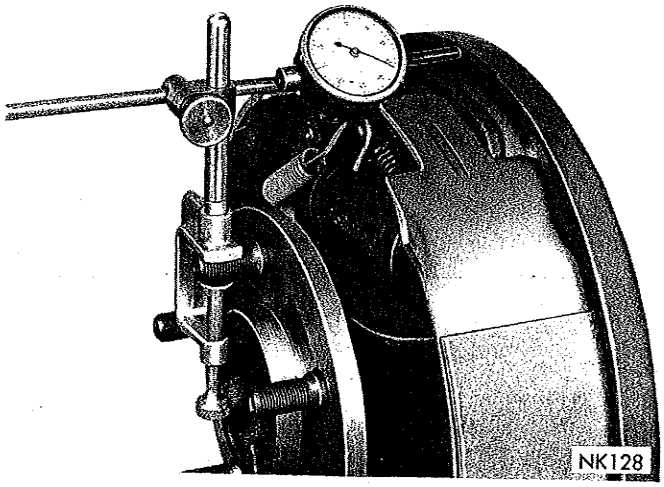

*Fig. 14—Measuring Axle Shaft End Play*
(1) Using a dial indicator mounted on the left brake support (Fig. 14), TURN THE ADJUSTER CLOCKWISE UNTIL BOTH WHEEL BEARINGS ARE SEATED AND THERE IS ZERO END PLAY IN THE AXLE SHAFTS. BACK OFF THE ADJUSTER COUNTERCLOCKWISE APPROXIMATELY FOUR NOTCHES TO ESTABLISH AN AXLE SHAFT END PLAY OF .013-.023 INCH.
(2) Tap end of left axle shaft lightly with a non-metallic mallet to seat right wheel bearing cup against adjuster, and rotate axle shaft several revolutions so that a true end play reading is indicated.
(3) Remove one retainer plate nut, install adjuster lock. If tab on lock does not mate with notch in ad-